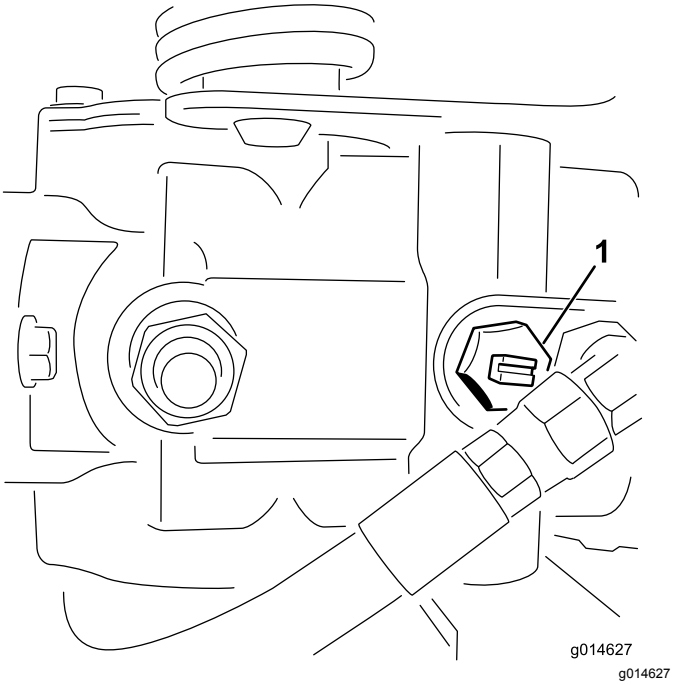

Figuur 22
1. Ga naar de omloopklep op de pomp en draai deze zodat de sleuf verticaal staat (Figuur 22).
2. Voordat u de motor start, moet u de omloopklep sluiten door deze zo te draaien dat de sleuf horizontaal staat (Figuur 22). U mag de motor niet starten als de klep open is.